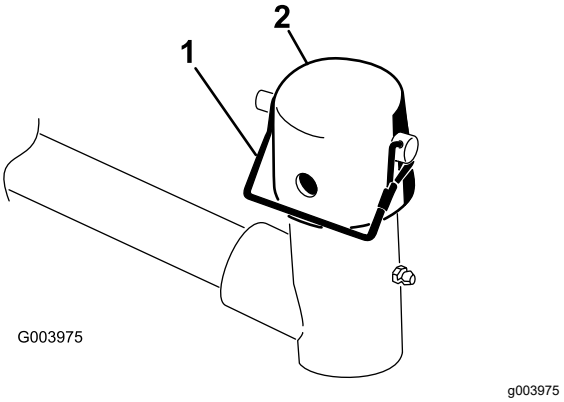

Figuur 9
8. Verwijder de borgpen en het kapje van het juk van het draaipunt van de hefarm (Figuur 9).
Opmerking: Gebruik de sleuf als een sturend maaidek is gewenst of de opening als het maaidek moet worden vastgezet in zijn stand (Figuur 9).